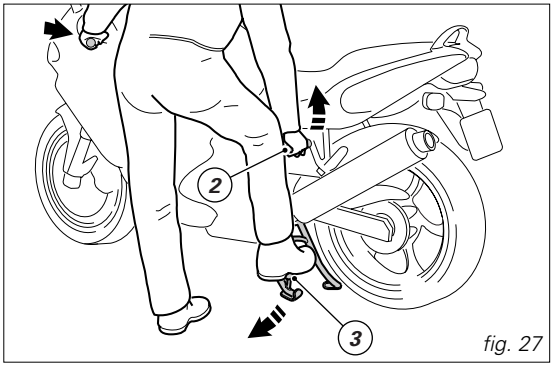

fig. 27
Hold the left handlebar with your left hand and the lifting handgrip (2, fig. 27) with your right hand. Push down on the thrust arm (3) of the centre stand until it touches the ground. At the same time, hold the handgrip and pull the motorcycle upward and backward.